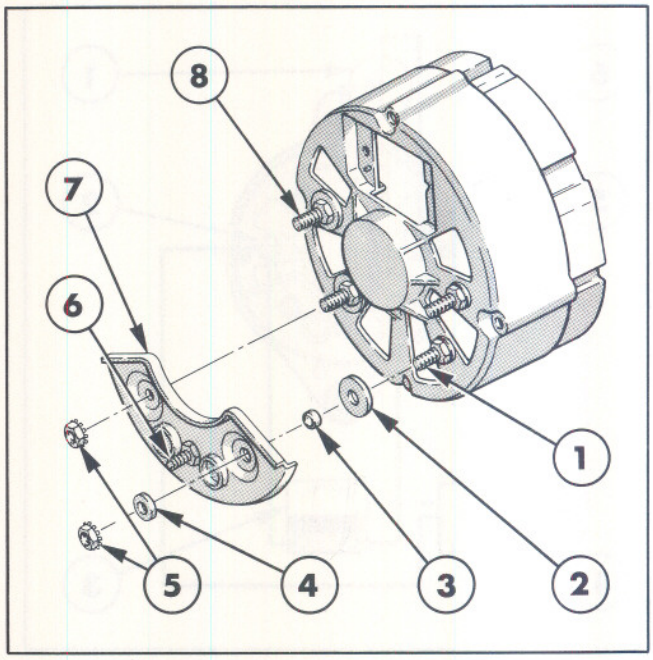

Figure 60
1. Refer to Figure 60 for correct installation of the insulators and the isolation diode assembly.